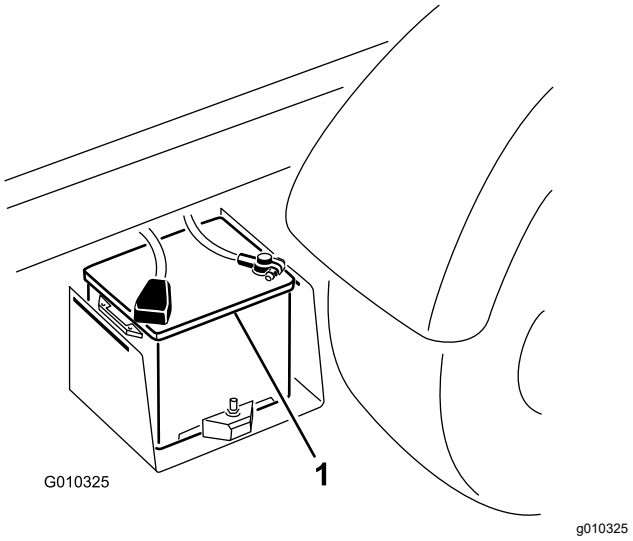

Figuur 51
2. Sluit een startkabel aan tussen de positieve polen van de 2 accu's (Figuur 51). De positieve